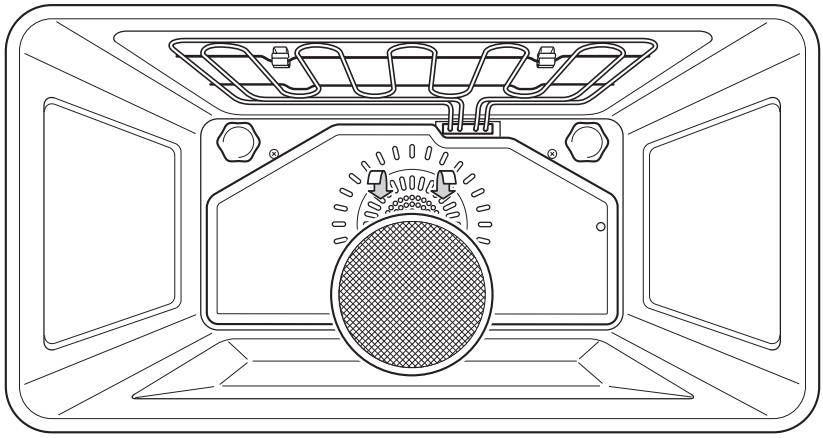

Fig. 9.7
- Uno speciale filtro è previsto nella parte posteriore del forno per catturare particelle di grasso che si sviluppano soprattutto quando si arrostisce della carne (fig. 9.7). Il filtro va agganciato alla parete posteriore del forno come illustrato in figura 9.7.